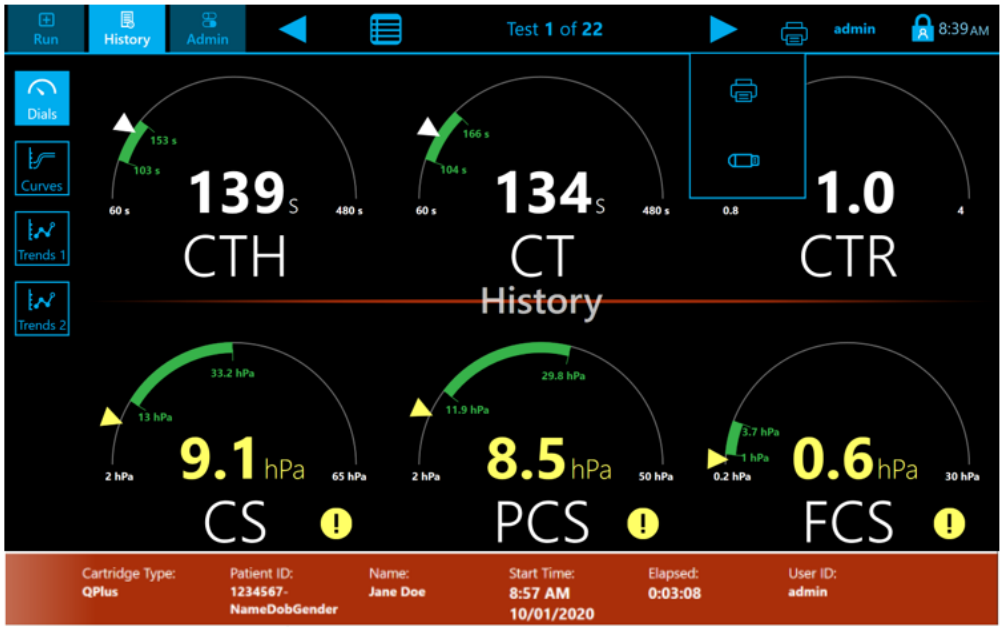

Figure 46. USB Icon to Save Test Results Graphs
1. With the test selected in history or at the end of a test run, click on the printer icon to display a drop-down list of a printer or USB drive icon (Figure 46).